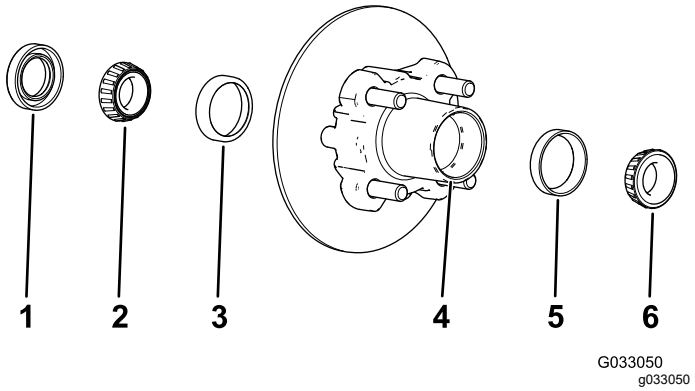

Figur 33
1. Fjern det udvendige leje og lejeløberingen fra navet (Figur 33).
2. Fjern forseglingen og det indvendige leje fra navet (Figur 33).
5. Rengør navets fordybning for alt smøremiddel, snavs og tilsmudsning (Figur 33).
7. Fyld navets fordybning 50 til 80 % med det anførte smøremiddel (Figur 33).
8. Monter det indvendige leje på lejeløberingen på den indvendige side af navet, og monter forseglingen (Figur 33).